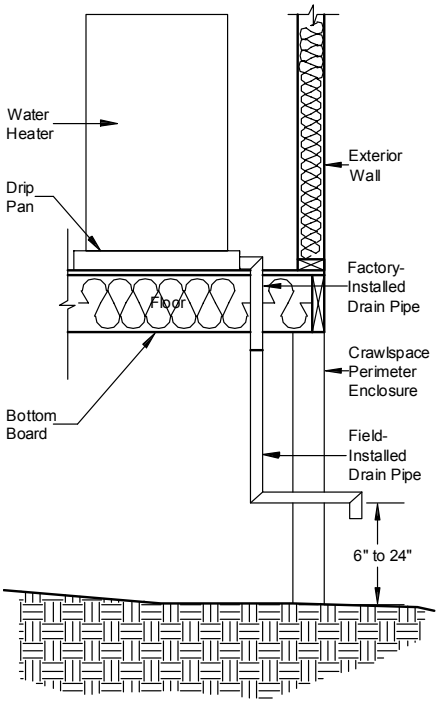

Figure 86. *Water heater drip pan and drain*
6. **Install water heater drip pan drain.** Assure that the drain for the water heater drip pan does not terminate under the home. Using the materials provided and the accompanying instructions run a drain line from the water heater drip pan through the wall or floor to the exterior of the crawl space. Terminate the line between six and 24 inches above grade. (**Figure 86**). Make the termination point rodent proof.